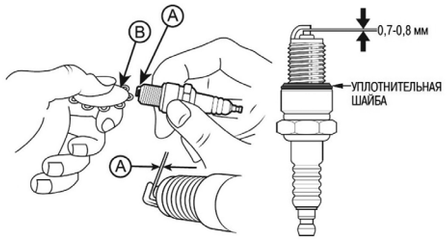

**Рис. 26 Обслуживание свечи зажигания**
4. Измерьте зазор А между электродами свечи зажигания специальным щупом В. Зазор должен быть 0,7-0,8 мм (Рис. 26). При увеличении или уменьшении требуемого зазора, рекомендуется заменить свечу, так как регулировка зазора может привести к изменению качества искрообразования.